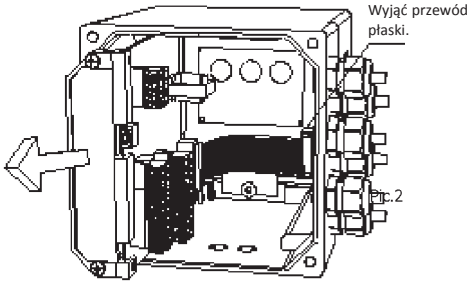

Rys.2
- Powoli unieść płytkę, odłączyć przewód anteny od płytki i płaski przewód od wyświetlacza, rys. 2, na koniec wyjąć zupełnie płytkę z obudowy.